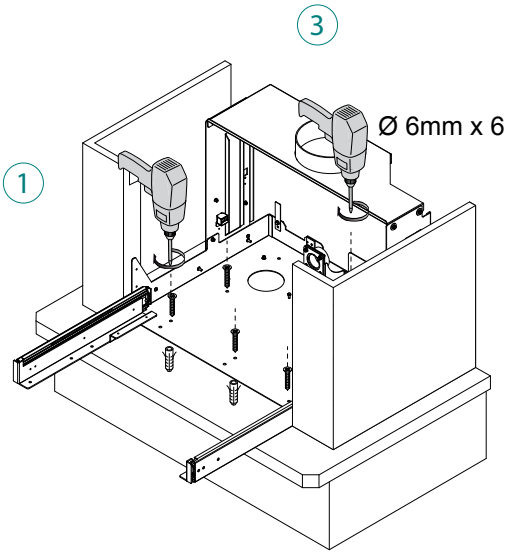

fig. 6.1.9
9) Insertar los tacos de 6 mm en los agujeros realizados y asegure la estructura con los tornillos. (3) - (fig. 6.1.9).